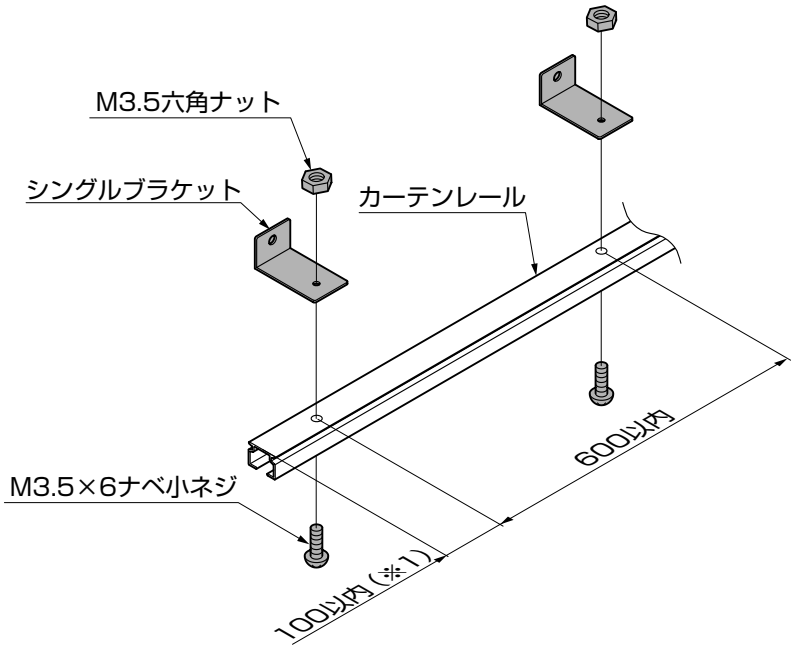

図1-1
③シングルブラケットを切断したカーテンレールに、「M3.5×6ナベ小ネジ」、「M3.5六角ナット」で仮止めしてください。（図1-1参照）
●レール端部にシングルブラケットを取付ける場合は、100mm以内（※1）にしてください。（図1-1参照）